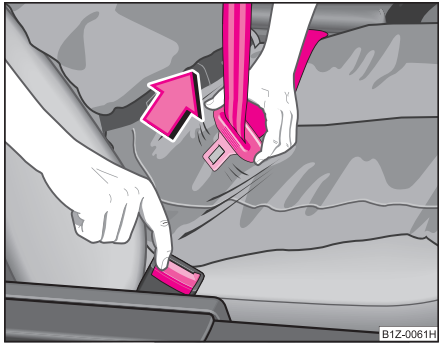

Fig. 106 Eliberarea elementului de prindere din dispozitiv
– Apăsați tasta roşie din dispozitivul de blocare ⇒ fig. 106. Elementul de prindere va sări singur sub acțiunea unui arc.